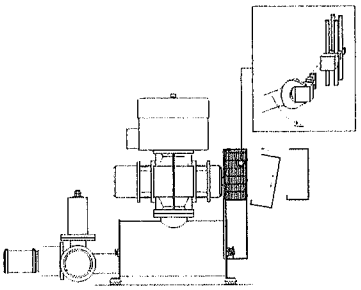

Fig. 21
- Disassemble V-belt guard (Fig. 21).